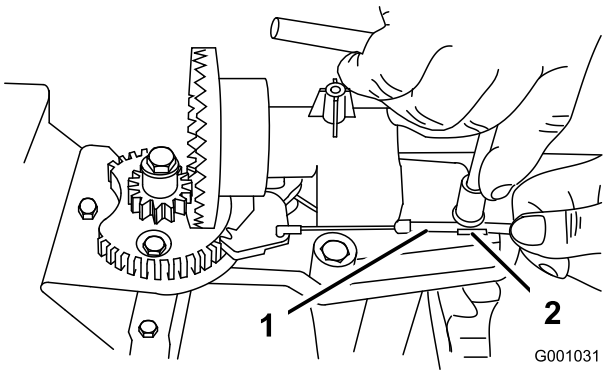
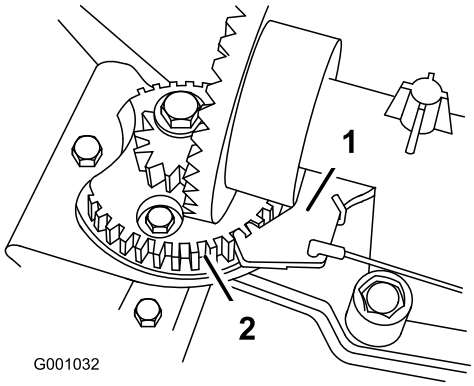

Figur 53
Figur 54
2. Lossa bulten på kabelklämman (Figur 53).
3. Ta tag i kabelledningen och rör den mot maskinens främre del tills spärrhaken på utkastaren helt hakar in i kugghjulets kuggar (Figur 53 och Figur 54).
Obs: Spärrhaken är fjäderupphängd och kommer att röra sig in i kuggarna på kugghjulet av sig själv (Figur 54).